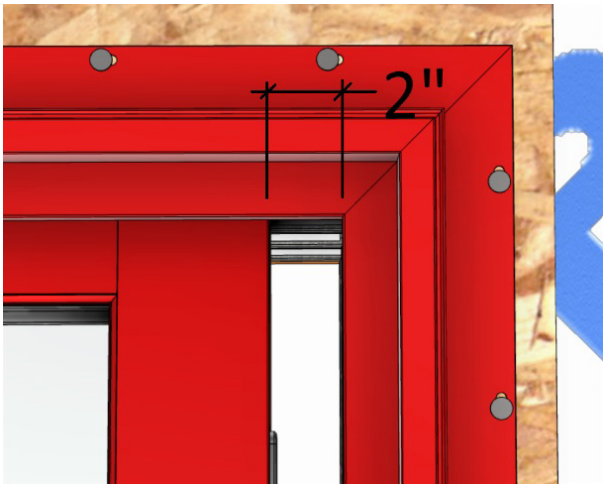

Fig P5
- Place the panel approximately 2” from the jamb to ensure the panel can be lifted into place without interfering with the corner key. (Fig. P5)